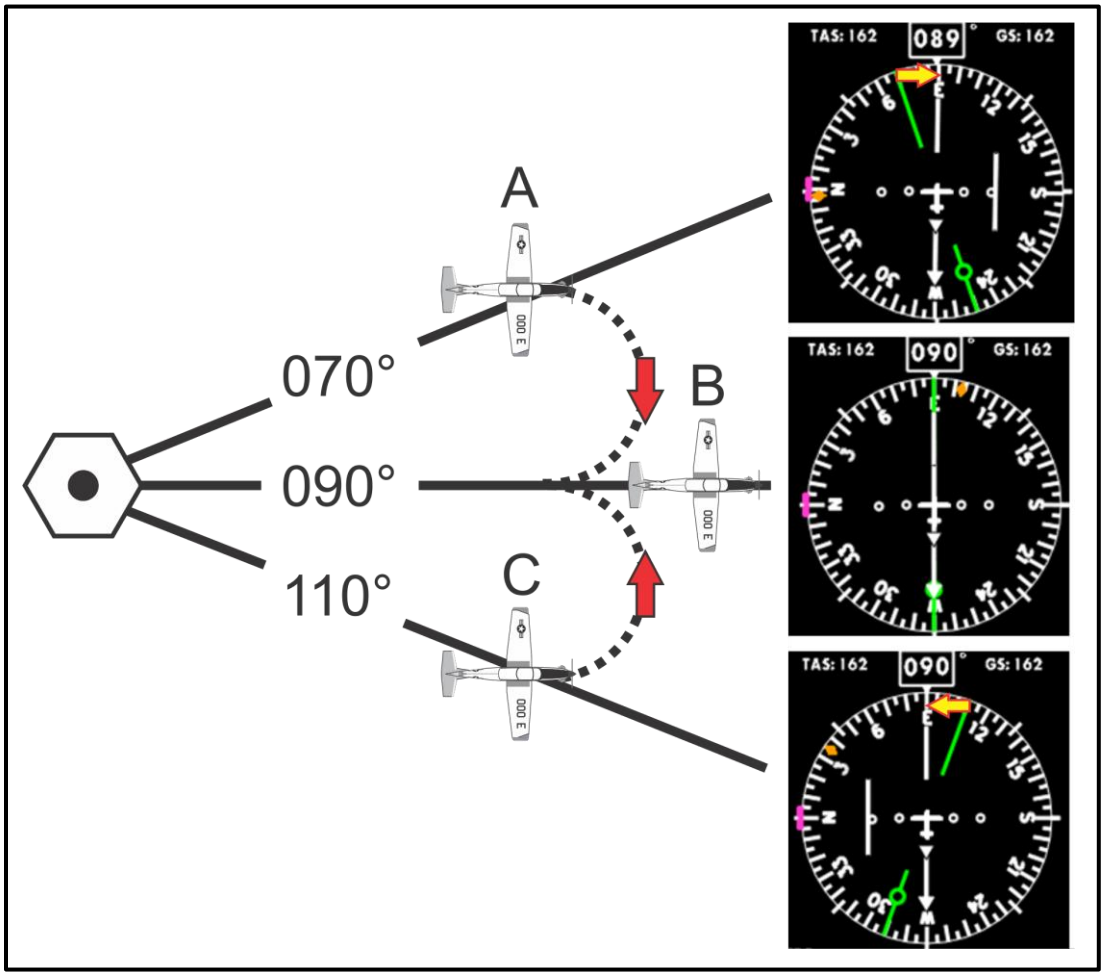

Figure 7-16 Determining Inbound Turn Direction (Tail-Radial-Turn)
At the end of the outbound leg, turn inbound to intercept and track the holding course. Figure 7-16 depicts three aircraft at the end of their outbound leg, ready to turn inbound to the holding fix and illustrates the Tail-Radial-Turn visualization:
3. At the end of the outbound leg the turn inbound is made towards the holding radial (see Figure 7-16), using the Tail-Radial-Turn method.